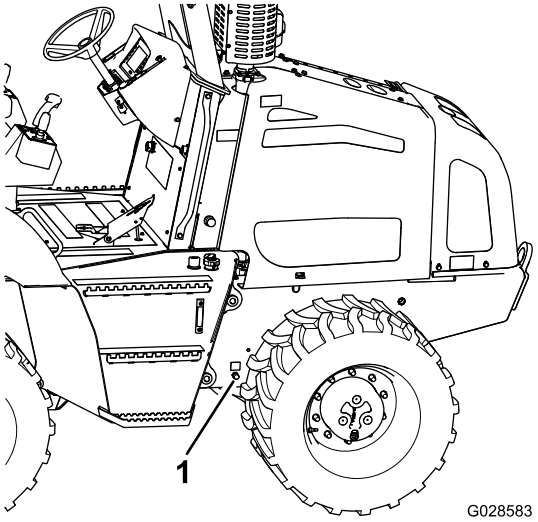

Bild 63
4. Stellen Sie eine Auffangwanne mit einem Fassungsvermögen von mindestens 20 l unter die Ablassschraube für das Motoröl (Bild 63).
5. Nehmen Sie die Kappe vom Ablass-Anschlussstück ab und lassen Sie das Motoröl ganz ablaufen (Bild 63).
7. Setzen Sie die Kappe auf das Ablass-Anschlussstück (Bild 63).
1. Nehmen Sie den Ölfüllstutzendeckel von der Ventilabdeckung ab; ziehen Sie den Deckel hierfür nach oben (Bild 63).